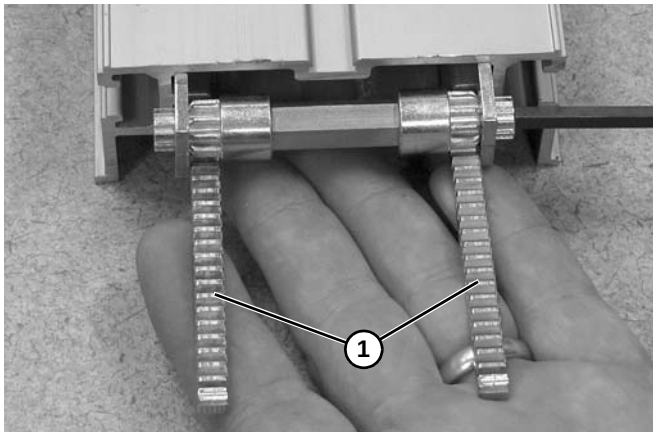

Abbildung 105
9. Zahnstange **(Abbildung 105, Teil 1)** in Förderbandrahmen einsetzen.